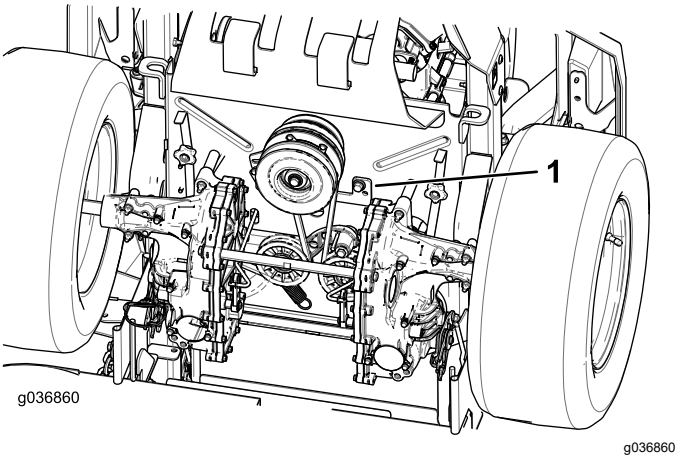

**Figuur 64**
5. Verwijder de aanslag van de koppeling (Figuur 64).
9. Monteer de aanslag van de koppeling (Figuur 64).